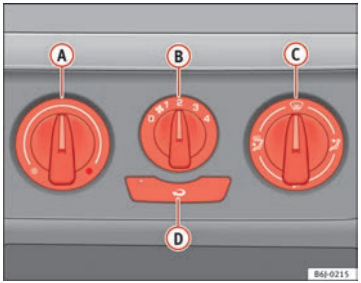

Fig. 98 Heating controls on the dash panel
– Using the controls (A) and (C) and with the switch (B) ⇒ fig. 98 you can adjust the temperature, the air distribution and the blower speed.
– Press the button (D) to switch air recirculation mode on or off. When the function is activated, a warning light on the button is turned on.